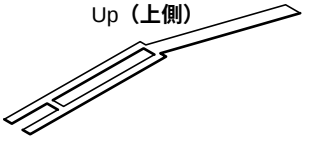

Fig.16-1 (**図 16-1**)
* **Be careful of the direction of the spring. It should be installed with its projecting end facing upward. (Fig.16-1)**
※ **スプリングの向きに注意してください。スプリングは、図16-1のように上側が凸になるように取り付けます。**